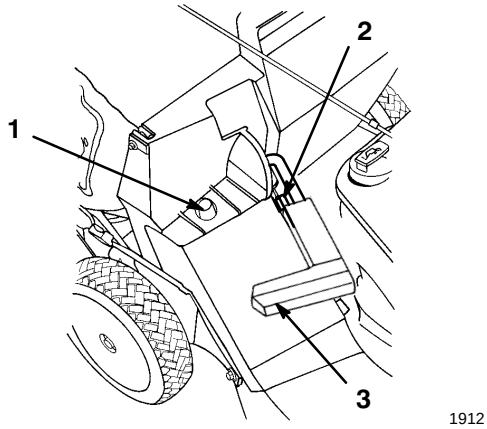

Afbeelding 14
2. De handgreep van de kokerdeur moet helemaal naar voren staan, en de pen moet tegen de klink komen (Afb. 14).
3. Schuif het gat in het zakframe op de steunpen van de maaikast (Afb. 14).
2. Til de handgreep van de afvoerdeur op en beweeg die naar voren, totdat de pen in de vergrendeling valt (Afb. 14).